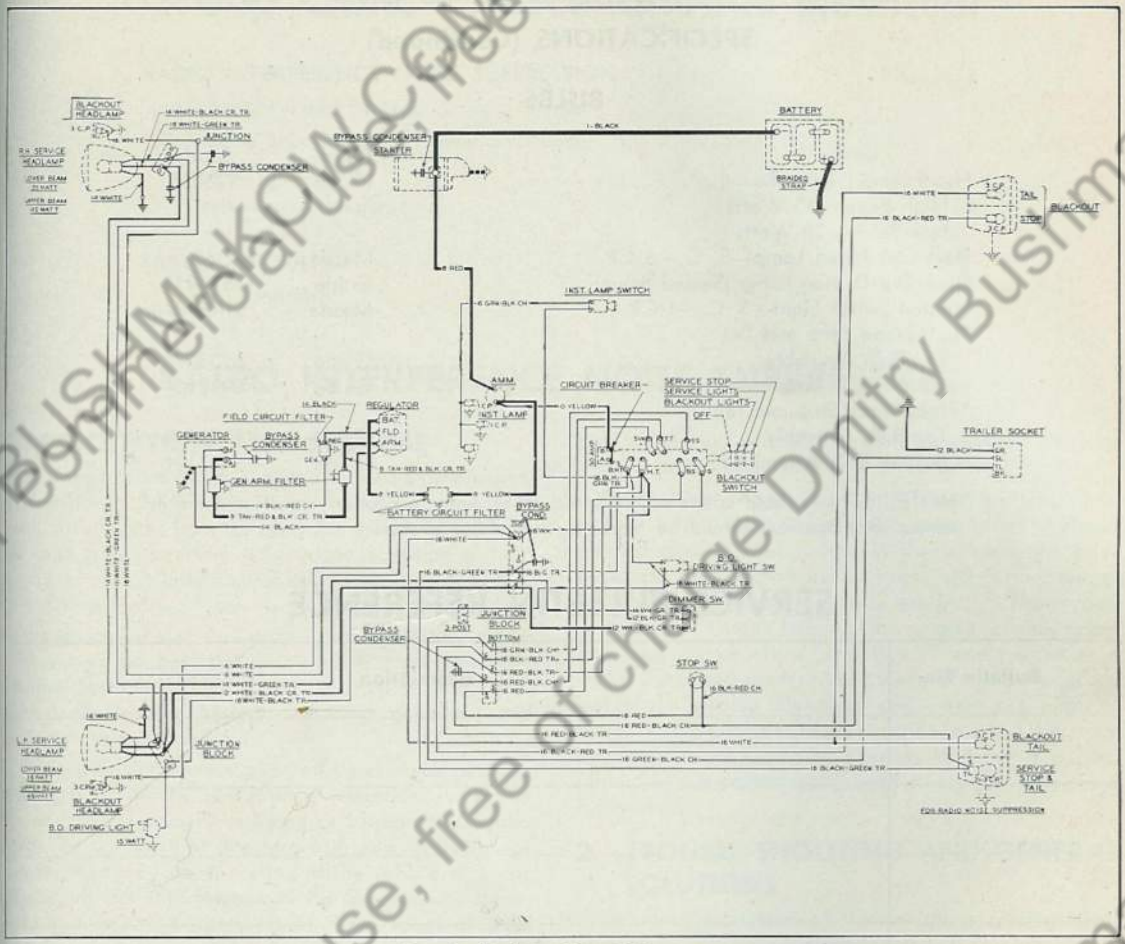

Fig. 9 Lighting Circuit Diagram
D. Removing and Replacing—Head lamps may be removed from vehicle by disconnecting terminals at junction blocks and removing support nut on each lamp. When replacing lamps, make certain that correct wires are connected, as shown in Fig. 9.
General wiring diagram illustrating all lighting systems is shown in Fig. 9. This diagram lists all connections to various lighting system units. Reference should be made to Group 06W for locations of junctions, wire sizes, and wire tracing colors.